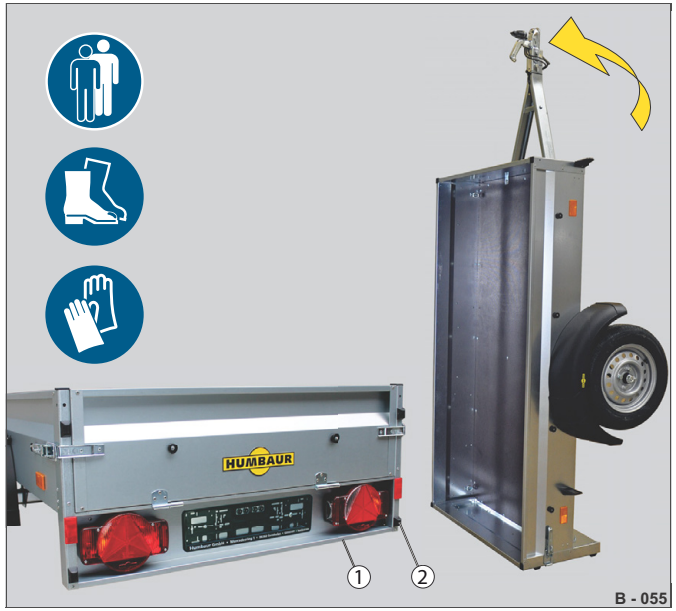

Abb. 98 Přívěs: Odstavení Steely na stojato
- ▶ Postavte prázdný přívěs na stojato na gumový tlumič (Abb. 98/2).